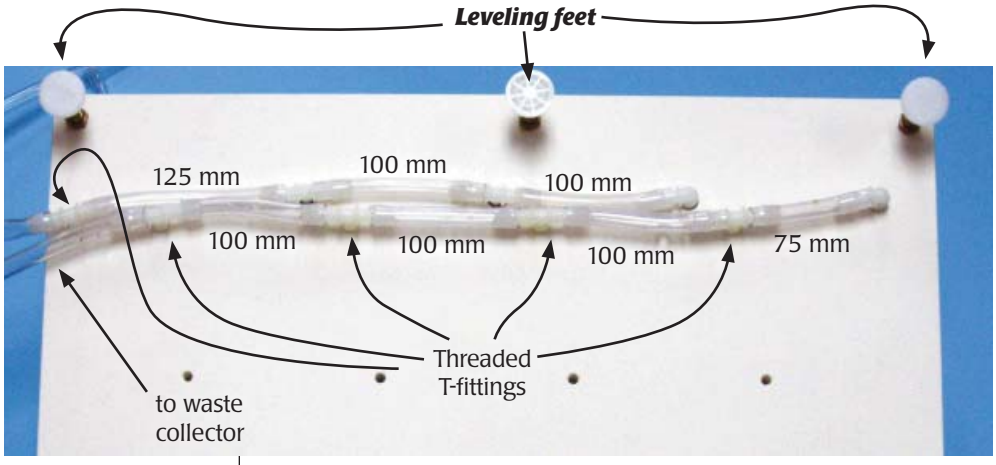

Fig. 4 *– Underside of baseplate, showing feet and drain tubing.*
3. Turn the PVC baseplate upside down (so the side with the feet is up). Screw five threaded T-fittings (WPI#**801050**) into the screw holes; connect three of them with the 100 mm lengths of PVC tubing (see Figure 4).
6. Cut two sections of PVC tubing long enough to deliver the liquid to the waste collector. Connect the open branches of the threaded T-fittings with the PVC tubing. The final connection is shown in Figure 4.